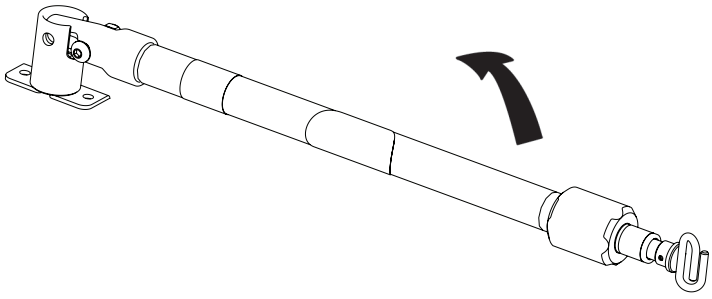

Figura 63
1. Sollevare e ruotare l’asta dalla posizione di riposo e spingerla verso il basso fino a bloccarla nell’attacco (A).
2. Per aumentare l’altezza dell’asta, ruotare la ghiera di bloccaggio (B) in senso antiorario e tirare verso l’alto la parte telescopica inferiore (C) dell’asta fino a raggiungere l’altezza desiderata.
3. Ruotare la ghiera di bloccaggio (B) in senso orario per bloccare in posizione la parte telescopica inferiore dell’asta.
4. Per alzare l’asta portaflebo, tirare verso l’alto la sezione (D) fino all’innesto della molla di serraggio (E).
5. Appendere le sacche per fleboclisi all’apposito gancio (F).
6. Per abbassare l’asta portaflebo, premere la molla di serraggio (E) e abbassare la sezione (D) all’interno della sezione (C). Ruotare la ghiera di bloccaggio (B) in senso antiorario e fare rientrare la parte telescopica (C) nella sezione inferiore.
7. Ruotare la ghiera di bloccaggio (B) in senso orario per stringere.
8. Tirare l’asta verso l’alto e ripiegarla nella posizione di riposo (vedere Figura 63).